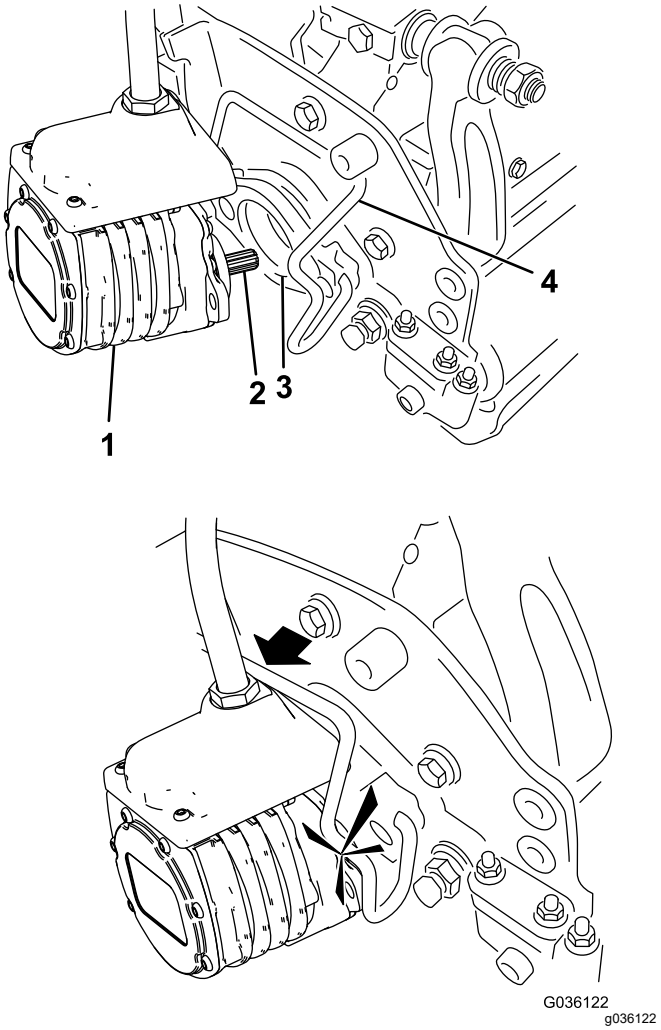

Figura 70
5. Cubra el eje acanalado del motor de la unidad de corte con grasa limpia (Figura 70).
6. Introduzca el motor en el lado izquierdo de la unidad de corte (visto desde el puesto del operador) y tire de la barra de retención del motor (en la unidad de corte) hacia el motor hasta que oiga un “clic” en ambos lados del motor (Figura 70).